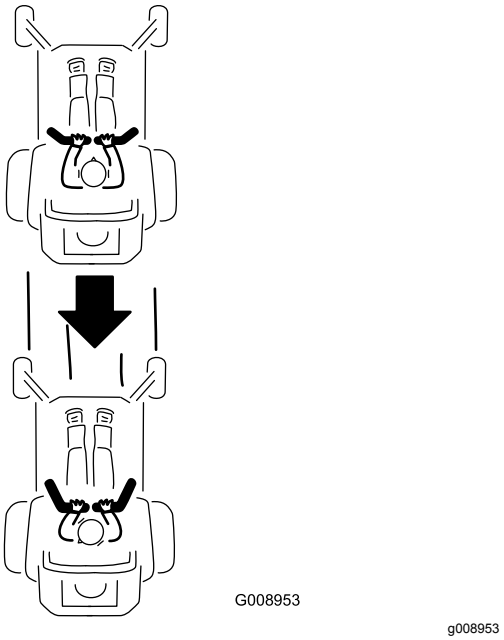

Bild 22
2. Ziehen Sie zum Rückwärtsfahren die Fahrantriebshebel langsam nach hinten (Bild 22).